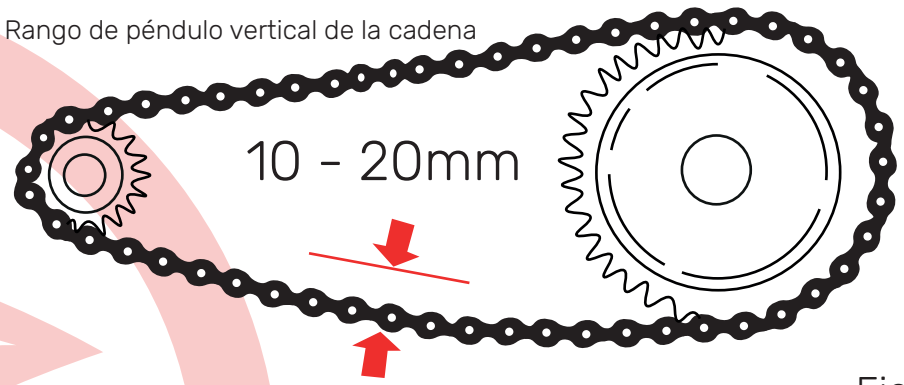

Fig. 1
2. Ajuste verticalmente la cadena entre los dos piñones debe estar dentro de 10-20mm (Fig.1).